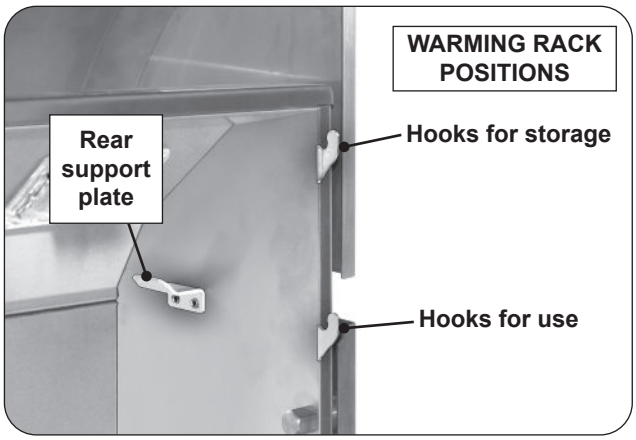
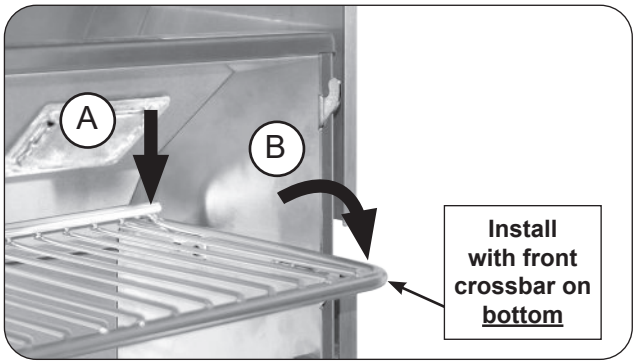
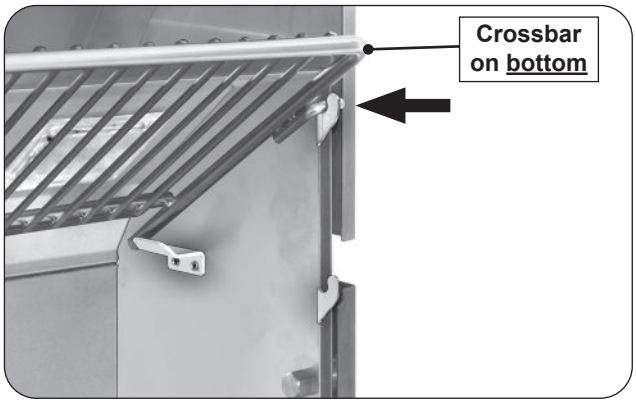

Fig. 26-1 Warming rack hooks
Fig. 26-2 Place warming rack for use
Fig. 26-3 Place warming rack in storage position
1. Locate the warming rack hooks and rear supports found on the upper portion of the grill oven (see Fig. 26-1).
2. With the warming rack oriented as shown, carefully rest the rear of the rack onto the rear support plates (Fig. 26-2, A), then rest the warming rack arms onto the two lower hooks for use (Fig. 26-2, B). Use the top hooks for storage (see Fig. 26-1 and Fig. 26-3).